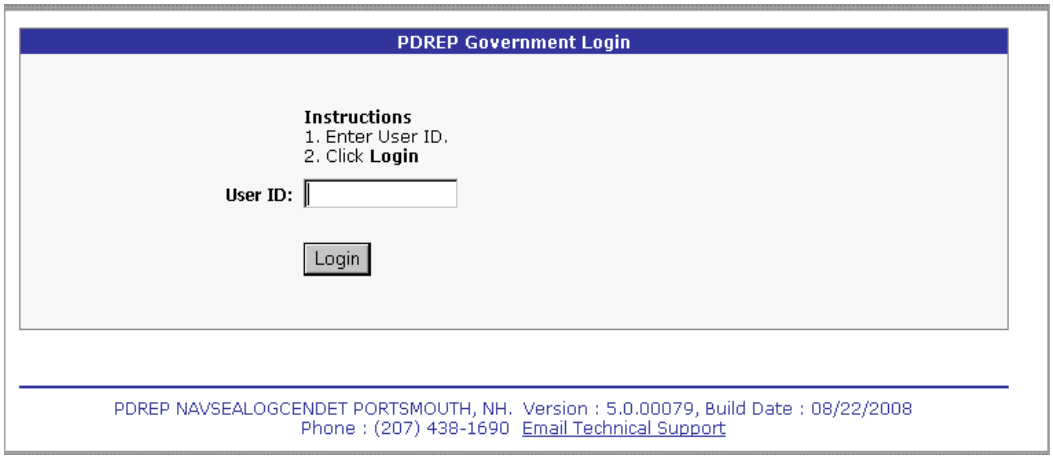

Figure 1.5
h. Enter your PDREP User ID, see Figure 1.5, and click the LOGIN button. After successfully logging in, the PDREP Main Menu in Figure 1.5 will display.